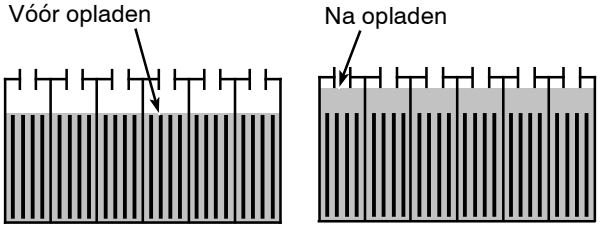

AFB. 49
1. Controleer het vloeistofniveau van de accu regelmatig om schade aan de accu te voorkomen. De vloeistof dient op het getoonde niveau te staan (afbeelding 49). Voeg zonodig gedestilleerd water toe. VOEG NIET TEVEEL TOE. De vloeistof kan uitzetten waardoor de accu overstroomt tijdens het opladen.